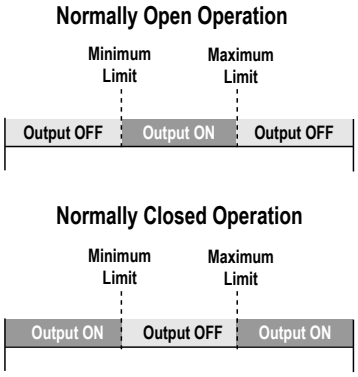
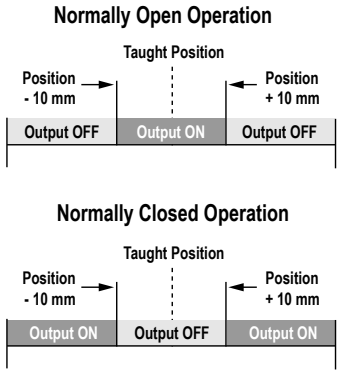

Figure 3. Teaching independent minimum and maximum limits
Figure 4. Using the Auto-Window feature for programming each output
Configure the sensor for either normally open or normally closed operation using the remote teach wire (white). A series of three pulses on the line toggles between normally open (NO) and normally closed (NC) operation. Normally open is defined as the output energizing when the target is present. Normally closed is defined as the output energizing when the target is absent. (See *Figure 3* on page 3 and *Figure 4* on page 4.)